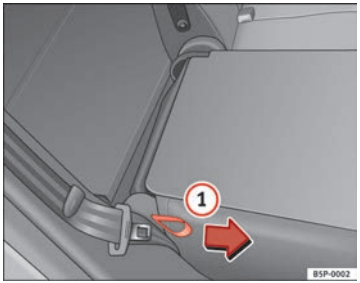

Fig. 99 Folding or opening the rear seat backrests
– Pull the loop on the side of the seat ⇒ Fig. 99 (1)